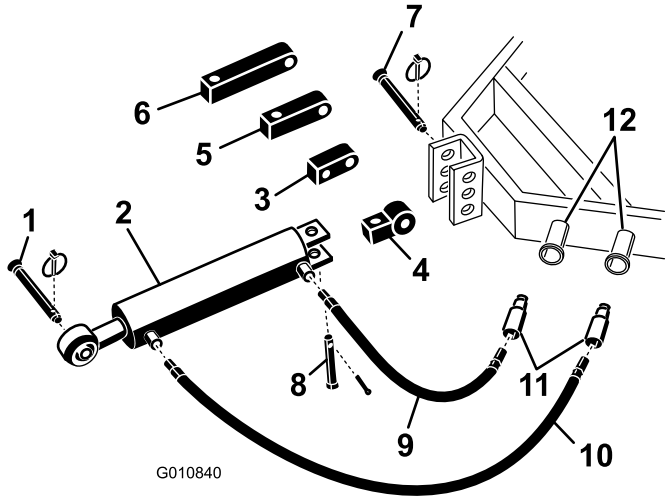

Figur 5
1. Fäst kopplingsänden på den hydrauliska topplänken på traktorn med de sprintar som levererades med traktorn (Figur 5). Placera den hydrauliska topplänken så att stavänden är riktad mot luftaren. Cylinderportarna ska placeras vända mot traktorns hjälphydraulik.
Obs: Om hydraulicylindern måste placeras med portarna vända uppåt justerar du cylindern med hjälp av rotationsblocket i stället för standardmonteringsblocket (Figur 5). En 90-graders hydraulkoppling kan användas istället för rotationsblocket (kopplingar medföljer ej).
A. Avlägsna saxpinnen och sprinten som håller fast standardförbindelselänken på cylindern (Figur 5). Ta bort förbindelselänken från cylindern.
B. Montera rotationsblocket på cylindern med de sprintar som togs bort tidigare (Figur 5).
2. Anslut den 106 cm långa hydraulslangen till den hydrauliska topplänkens port som finns närmast luftaren Figur 5. Använd teflontejp eller rörgängtätning på slanggängorna för att förhindra eventuella läckor.
3. Anslut den 76 cm långa hydraulslangen till den hydrauliska topplänkens port som sitter närmast traktorn (Figur 5). Använd teflontejp eller rörgängtätning på slanggängorna för att förhindra eventuella läckor.
Om hydraulicylindern inte når fram till luftarens monteringsfäste använder du ett förlängningsblock i stället för standardmonteringsblocket när du ansluter cylindern till traktorn (Figur 5).
B. Montera förlängningsblocket med önskad längd på cylindern med de sprintar som togs bort tidigare (Figur 5).